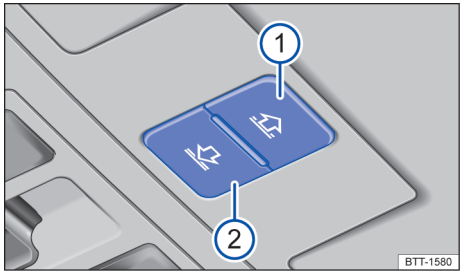

图 73 顶篷上：遮阳卷帘按钮
按钮 →图 73 ① 和 ② 有两挡。第一挡可将遮阳卷帘完全或部分打开或关闭。
- 触发防夹功能后 5 秒钟内按压按钮 →图 73 ②，直到遮阳卷帘完全关闭。